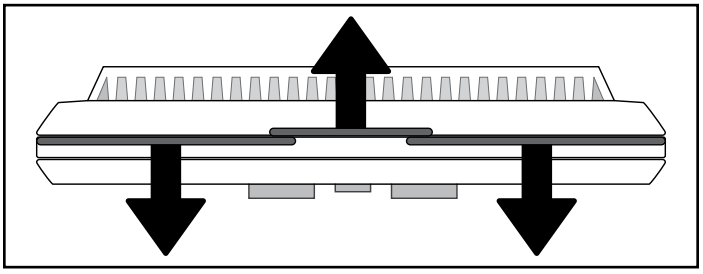

Figure 23.1
1. Separate the body of the thermostat from the mounting plate by gently pulling the two pieces apart **(Figure 23.1)**